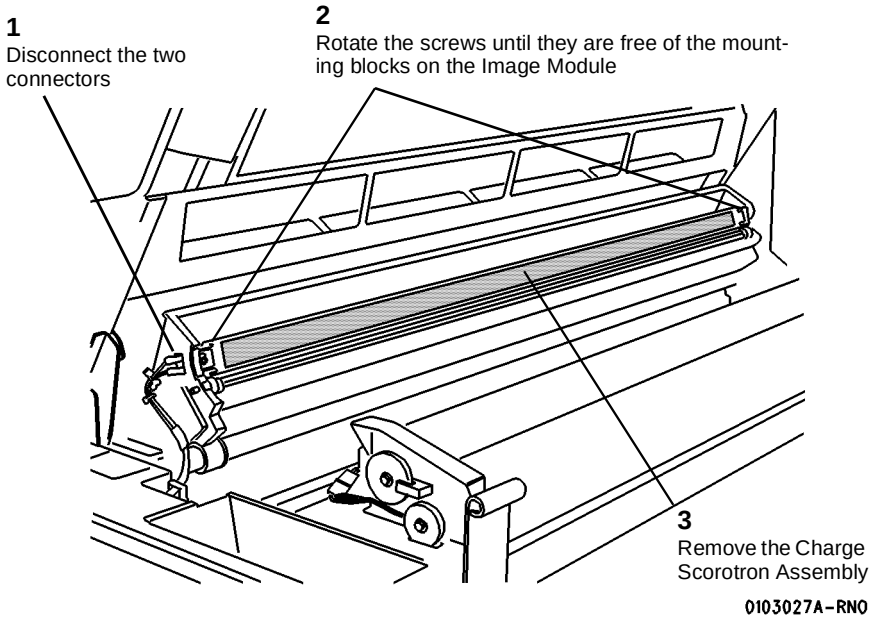

**Figure 1 Removing the Charge Scorotron Assembly**
4. (Figure 1): Remove the Charge Scorotron Assembly from the Printer and place it on a flat surface.